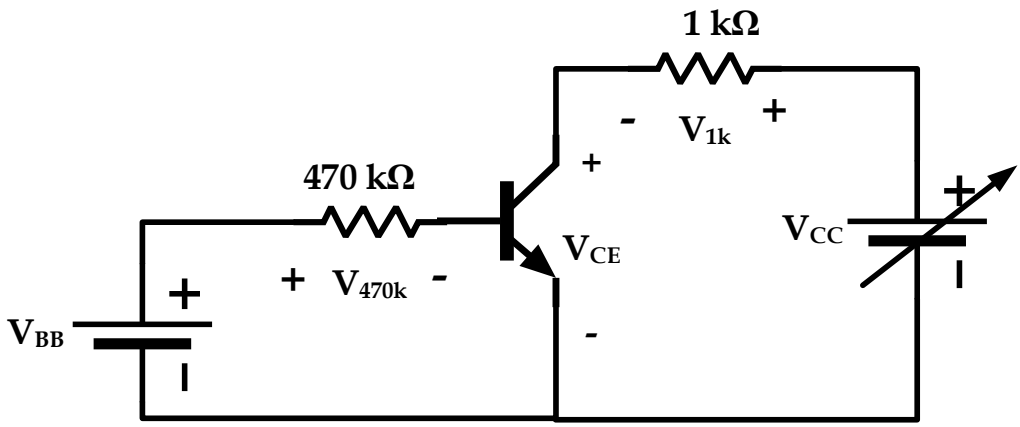

Fig 6.4: *Experimental Circuit.*
1. Connect the circuit as shown in the figure 6.4.